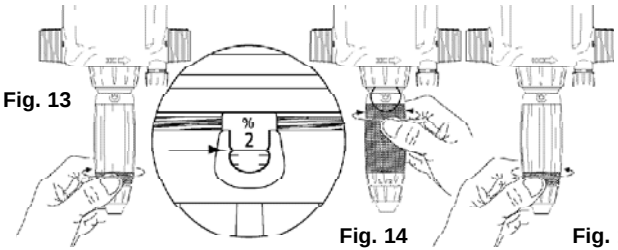

Fig. 13 **Fig. 14** **Fig. 15**
- Desserrer la bague de blocage **(Fig. 13)**.